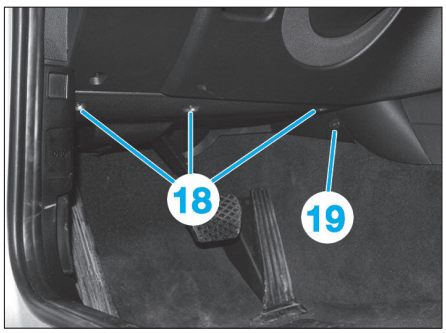

Fig. 22
• Déposer les vis (18) et l'agrafe (19) **(Fig.22)**.